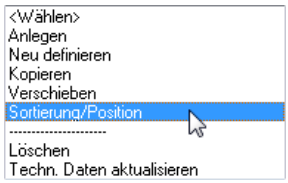

Bild 27.86 – *Block,* Menüpunkt *Sortierung/Position*
- Aktivieren Sie die betreffende Seite, klicken Sie den gewünschten Block an und wählen Sie im Listenmenü *Sortierung/Position* (Abb. 27.86).